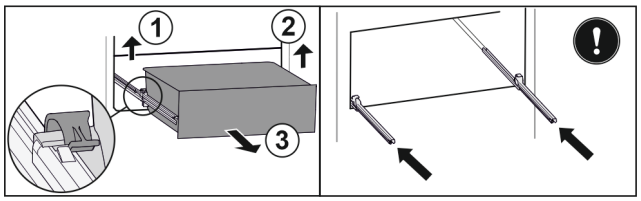

Fig. 167
▶ Linker klem optillen en gelijktijdig lade links naar voren trekken. *Fig. 167 (1)*
▶ Rechter klem optillen en gelijktijdig lade rechts naar voren trekken. *Fig. 167 (2)*
▶ Lade naar voren toe verwijderen. *Fig. 167 (3)*